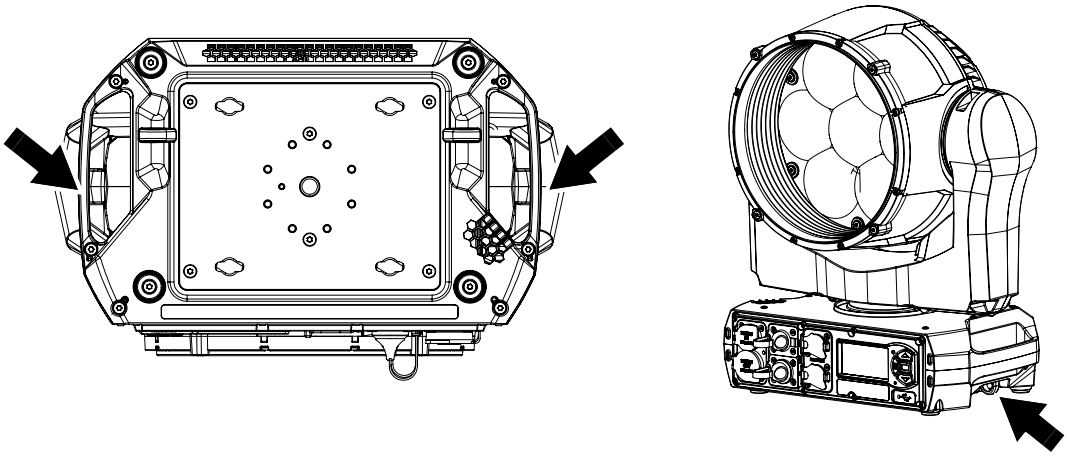

Figure 7: Points de fixation de l'élingue de sécurité
1. Voir Figure 7. Installez une élingue homologuée comme accroche de sécurité pour le poids de l'appareil en la faisant passer par l'un des deux points d'ancrage (voir ci-dessous) sous la base et autour d'un point d'ancrage sécurisé afin que l'élingue retienne l'appareil si une fixation principale cède. Tendez l'élingue autant que possible (en l'enroulant plusieurs fois autour du tube du pont, par exemple).